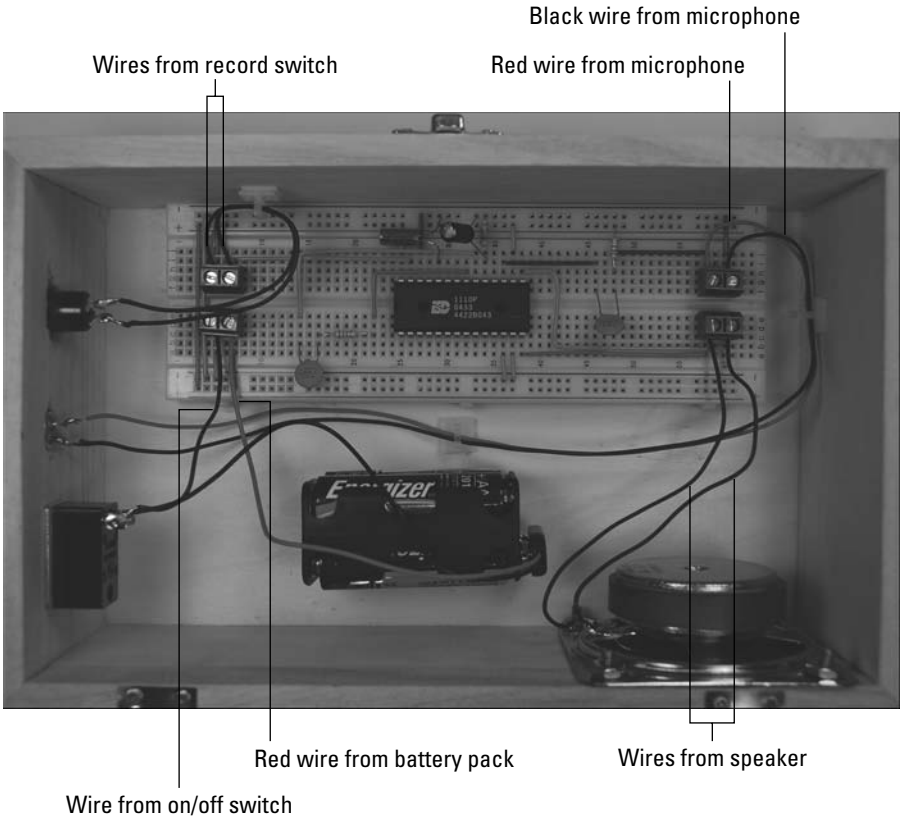

Figure 14-14: Attach wires to terminal blocks.
13. **Attach the wires from the battery pack snap connector, on/off switch, record switch, microphone, and speaker to the terminal blocks, as shown in Figure 14-14.**